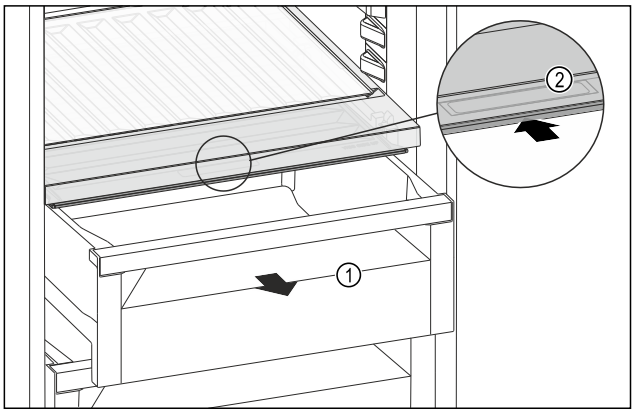

Fig. 190
▶ Extrageți sertarul *Fig. 190 (1)*.
▶ Prindeți mânerul încastrat *Fig. 190 (2)* de la capacul compartimentului și glisați concomitent capacul compartimentului spre partea posterioară.